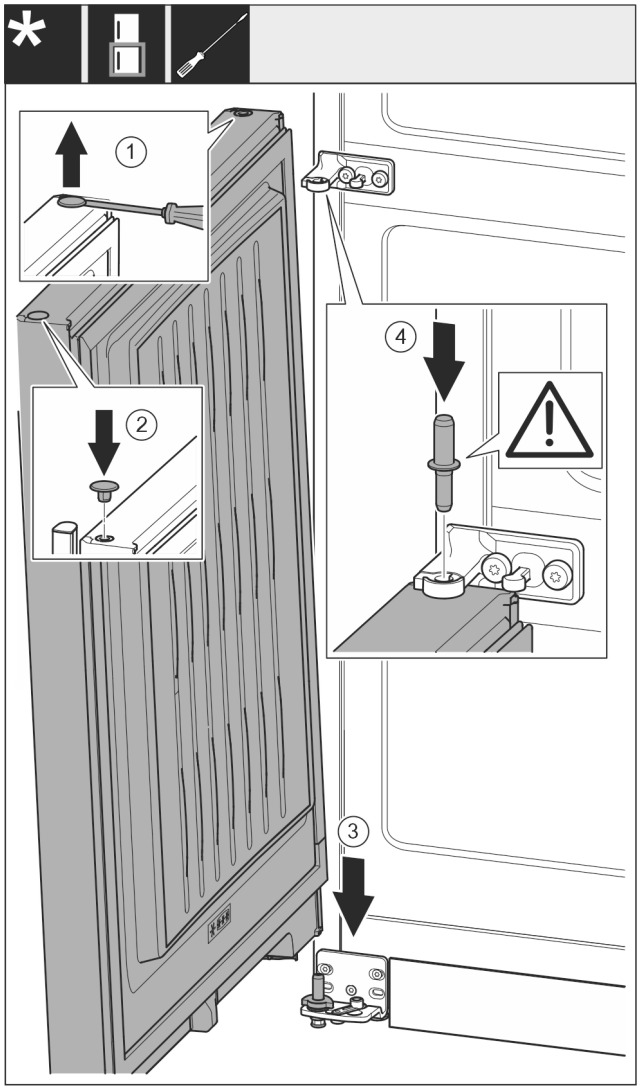

Fig. 56
- ▶ Use a slotted screwdriver to lift the plug *Fig. 56 (1)* carefully and pull it out.
- ▶ Re-insert the plug *Fig. 56 (2)* on the other door side.
- ▶ Lower the door *Fig. 56 (3)* onto the bottom bearing bolt.
- ▶ Insert the centre bearing bolt *Fig. 56 (4)* through the centre bearing block in the lower door. Ensure that the latching cam is pointing towards the rear.